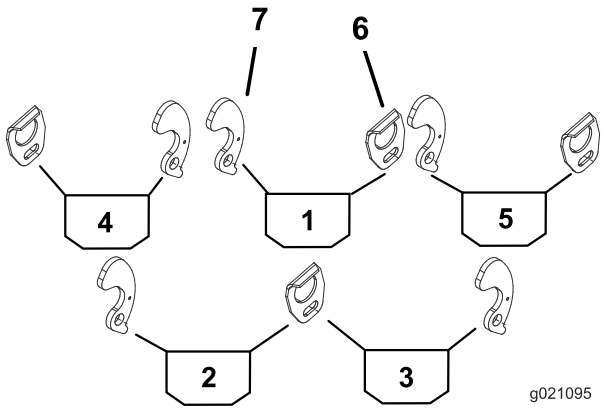
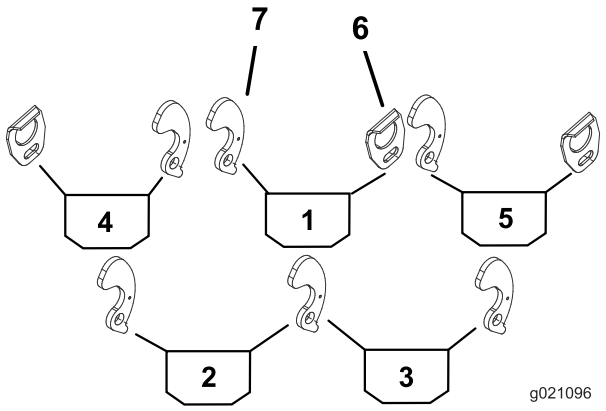

Bild 1
Bild 2
2. Mit Bild 1 und Bild 2 können Sie die Stellen ermitteln, an denen die Fangkorbführungen oder Fangkorbhaltenocken an den Trägerrahmen des Mähwerks befestigt werden müssen.
3. Befestigen Sie eine Fangkorbführeung mit einer Schraube (5/16" x 1/2") und einer Flachscheibe (0,344 x 0,875) an der entsprechenden Seite jedes Mähwerk-Trägerrahmens (Bild 1).